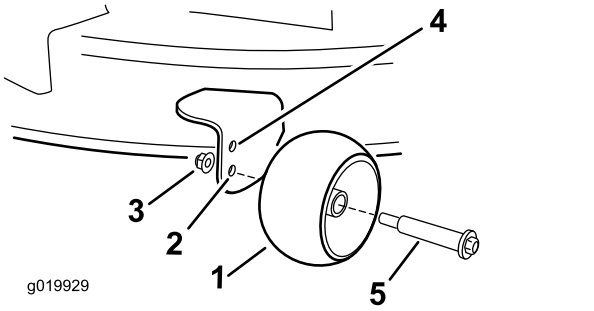

Figura 18
- Furo superior – utilize esta posição com plataforma de corte nas posições de altura de corte de 63 mm e inferiores (Figura 18).
- Furo inferior – utilize esta posição com plataforma de corte nas posições de altura de corte de 76 mm e superiores (Figura 18).